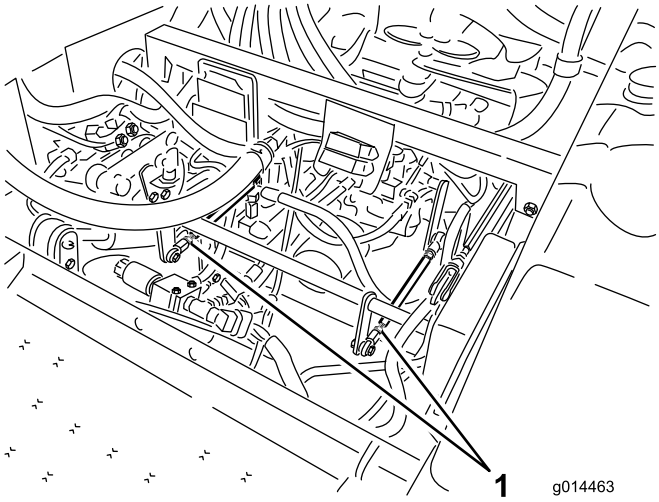

Figur 46
- Hvis det venstre baghjul roterer, skal kontramøtrikkerne løsnes på transmissionsstyrearmen i venstre side (Figur 46).